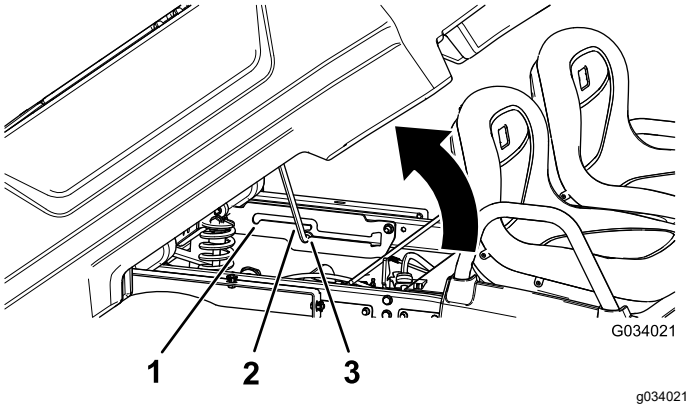

Figura 12
2. Puxe a barra de apoio para a ranhura de bloqueio da posição de descarregar, para fixar a plataforma para descarregar (Figura 12).
2. Puxe a barra de apoio para a ranhura de bloqueio da posição de manutenção, para fixar a plataforma para manutenção (Figura 12).
2. Retire a barra de apoio da ranhura de bloqueio (Figura 12).